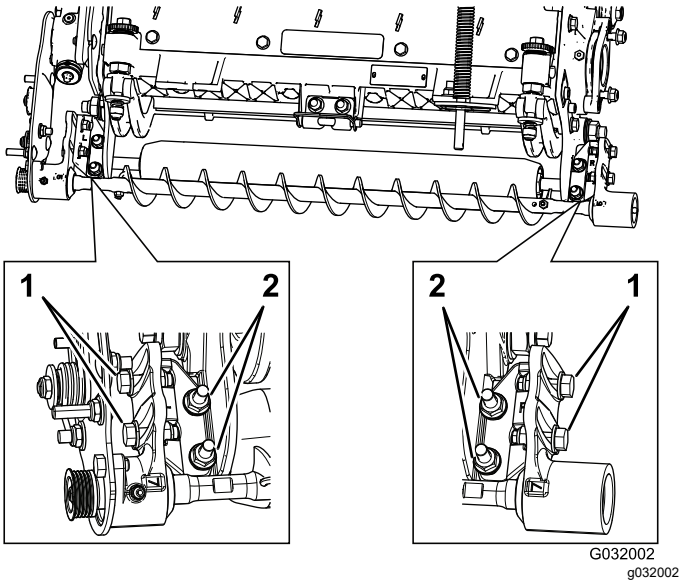

Rysunek 13
A. Poluzuj 2 kołnierzowe nakrętki zabezpieczające mocujące wspornik montażowy szczotki wałkowej do płyty bocznej jednostki tnącej (Rysunek 13).
B. Przekręcaj obudowę łożyska szczotki wałkowej, aż płyta szczotki będzie ustawiona równolegle do płyty bocznej jednostki tnącej (Rysunek 13).
C. Dokręć 2 kołnierzowe nakrętki zabezpieczające mocujące wspornik montażowy szczotki wałkowej do płyty bocznej jednostki tnącej (Rysunek 13).
1. Poluzuj 2 śruby mocujące każdą z obudów łożysk szczotki wałkowej do wspornika montażowego szczotki wałkowej (Rysunek 13).